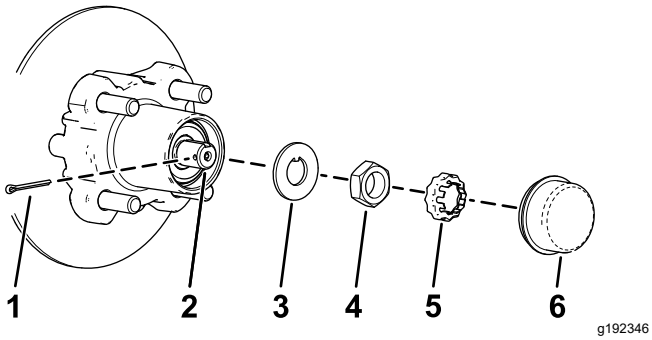
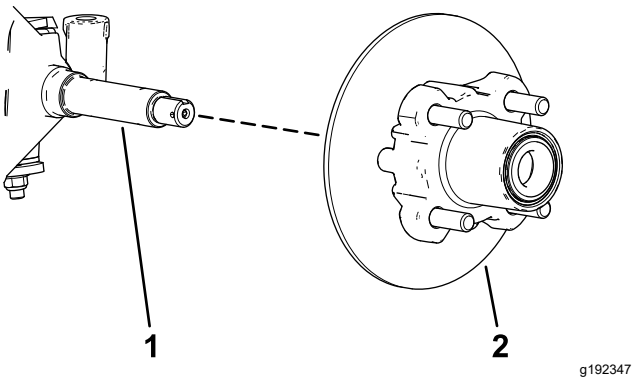

Rysunek 33
Rysunek 34
4. Zdejmij pokrywkę przeciwpyłową z piasty koła (Rysunek 33).
5. Wyjmij zawleczkę i zdejmij element ustalający nakrętki z osi i nakrętki osi (Rysunek 33).
6. Odkręć nakrętkę osi z osi koła i zdejmij piastę wraz z tarczą hamulcową z osi (Rysunek 33 oraz Rysunek 34).